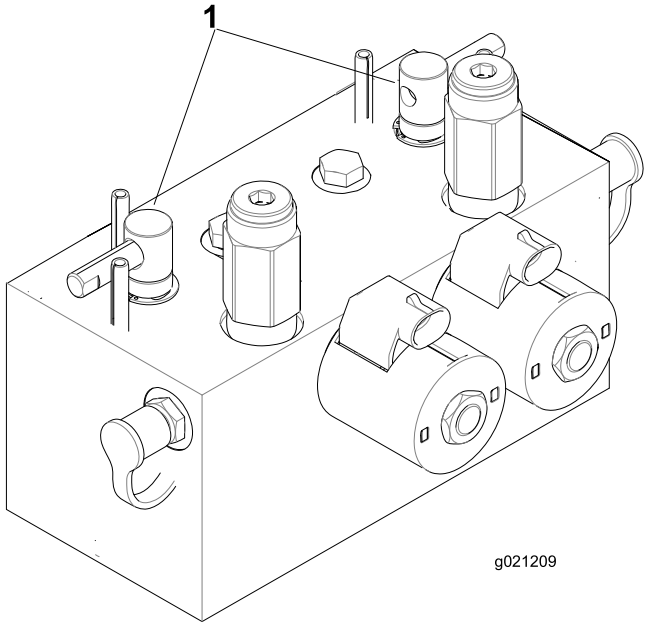

Figur 75
2. Lossa och höj upp sätet för att frilägga slipningsspakarna (Figur 75).
5. Välj den främre, bakre eller båda slipningsspakarna för att bestämma vilka enheter som ska slipas (Figur 75).